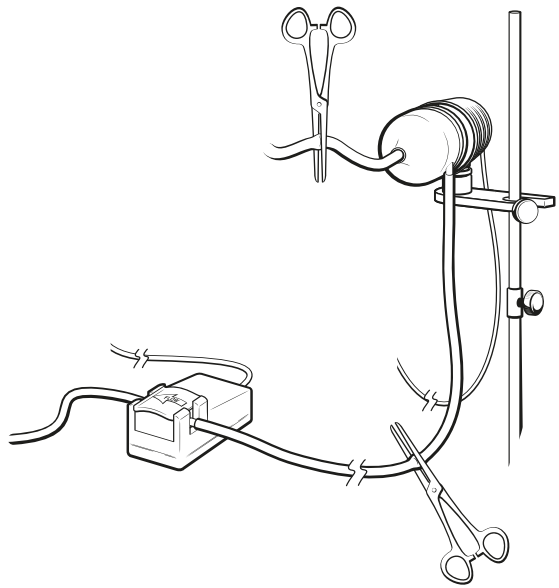

Abbildung 8-1. Verhindern eines retrograden Flusses
1. Klemmen Sie die arterielle und die venöse Leitung ab, um einen retrograden Fluss zu verhindern (siehe Abbildung 8-1).